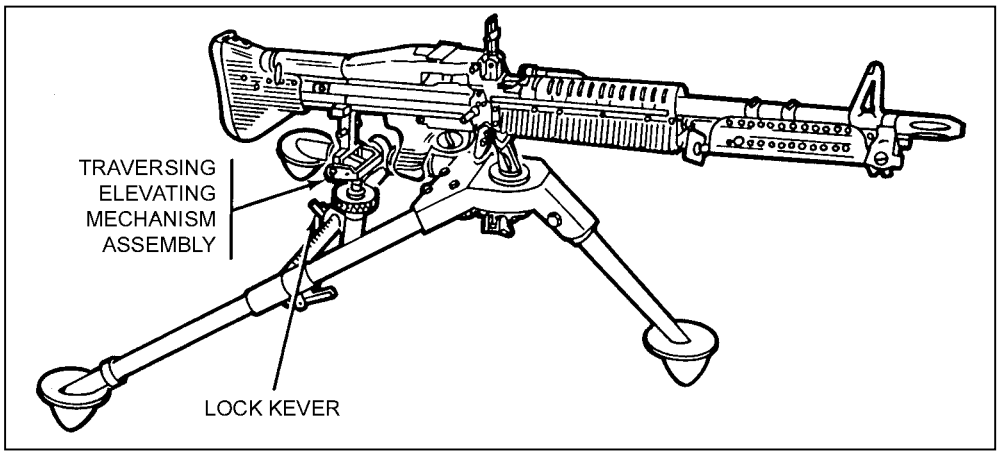

Figure 2-21. Attachment of the T&E mechanism.
(4) To attach the T&E mechanism to the weapon mounted on the tripod (Figure 2-21), the gunner centers the elevating and traversing handwheels. To do this, he turns the traversing handwheel toward his body as far as it will go, then turns it away two complete revolutions. He checks the traversing handwheel scale to ensure the “0” on the scale is aligned with the “0” index line before and after the two revolutions. At night, the